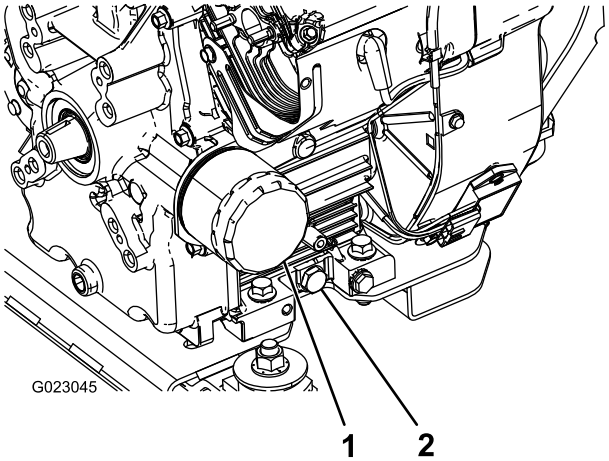

**Figur 28**
5. Fjern aftapningsproppen (Figur 28).
2. Fjern oliefilteret (Figur 28).
5. Monter det nye oliefilter på filteradapteren. Drej oliefilteret med uret, indtil gummipakningen berører filteradapteren. Spænd derefter filteret yderligere 1/2 omgang (Figur 28).